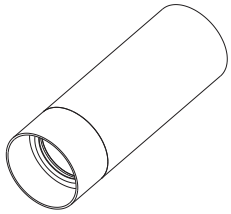
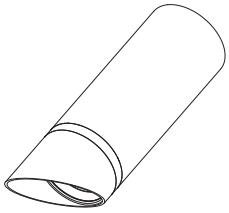

**Fig. 1c**
**Fig. 2d**
4. The installation is complete (Fig. 1c, Fig. 2d).
4. L'installation est terminée (Fig. 1c, Fig. 2d).